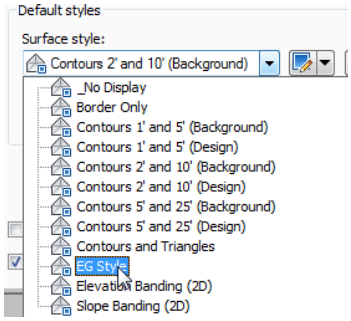

Figure 3-59 *Selecting the* ***EG Style*** *option from the* ***Surface style*** *drop-down list*
4. In the **Default styles** area of the tab, select **EG Style** from the **Surface style** drop-down list, as shown in Figure 3-59.